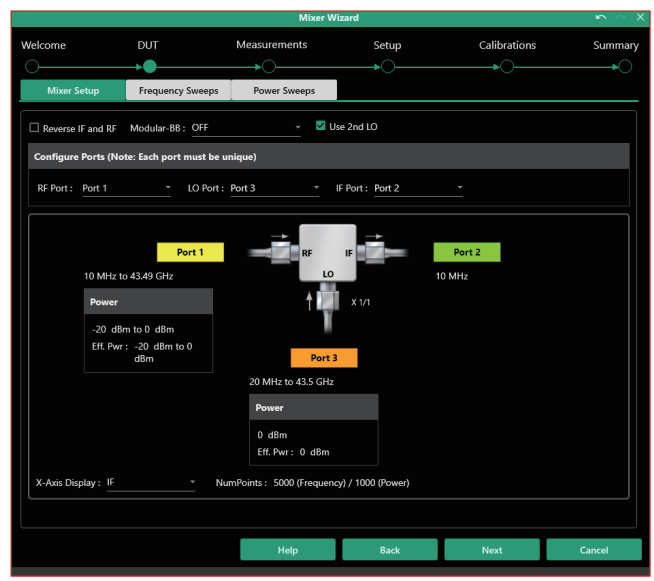

图2：混频器配置向导
- 向导功能可简化特定被测设备（DUT）类别的设置和校准（例如图 2 所示的放大器和混频器）。这些工具会引导用户完成必要的被测设备参数输入、测量选择和校准步骤，然后设置所需的通道和曲线，以便在最常见的情景下获